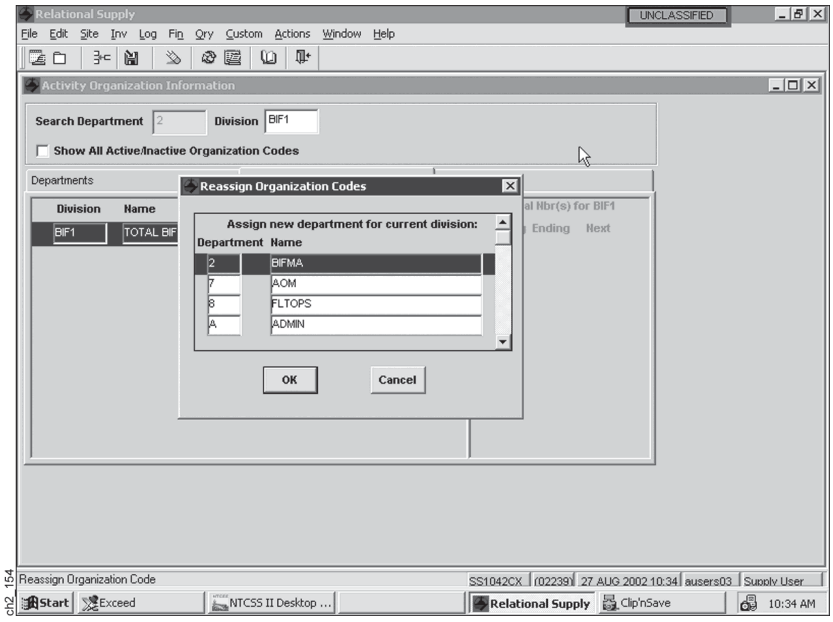

Figure 2-44
(3) **Step 3.** On the Reassign Organizations Codes Screen above (Figure 2-44), scroll through the departments list, select the one you want, and then select the OK Option. The system will return to the Activity Organization Information Screen.